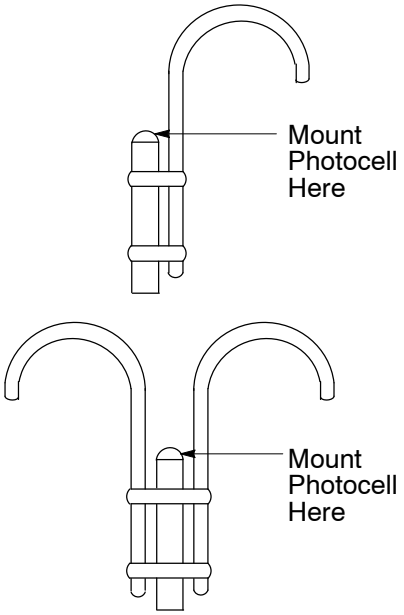

Figure 17
4. Added note to Figure 17 on Page 17.